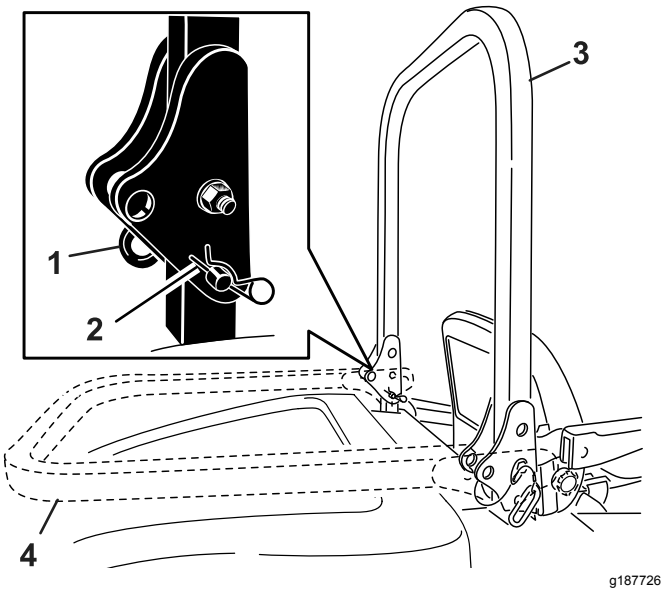

図 12
2. ROPSを立てた状態で、ヘアピンコッターと2本のピンを抜き取る図 12。